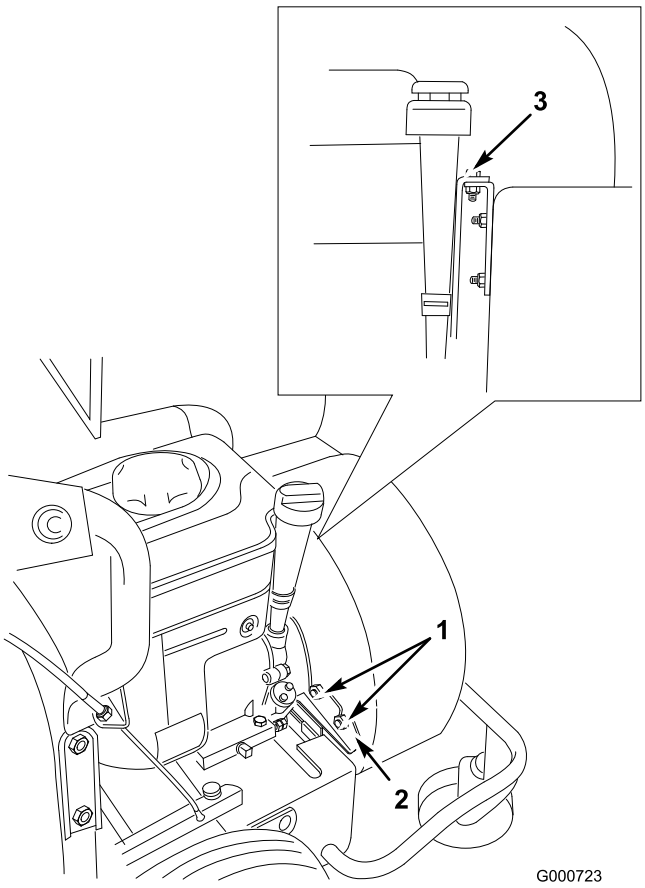

Figur 34
8. Løsn de to låsemøtrikker, der fastholder blæserhuset på stabilisatorbeslaget (Figur 34).
9. Fjern bolten, der fastgør blæserhuset, og løft huset så meget, som skovlhjulet tillader (Figur 34).